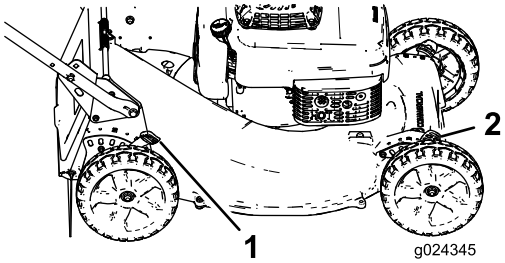

Figuur 14
1. Druk de maaihoogtehendel tegen het wiel (Figuur 14) en kies de gewenste maaihoogte.